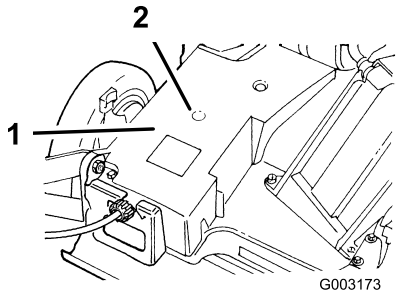

Figura 25
2. Montate un ingrassatore a pressione sul raccordo di ingrassaggio nell'apertura del copricinghia (Figura 25).